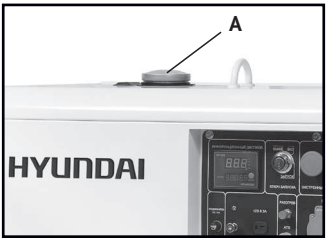

Рис. 8
- Открыть крышку топливного бака (рис.8, **A**).